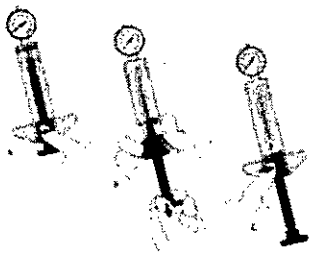

Figura 20
13. Una vez que se logra la presión de inflado y se mantiene durante 10 segundos, desinfle el balón desbloqueando el dispositivo de inflado, tirando hacia atrás del émbolo hasta su tope y bloqueando el émbolo en posición replegada (Figura 20).